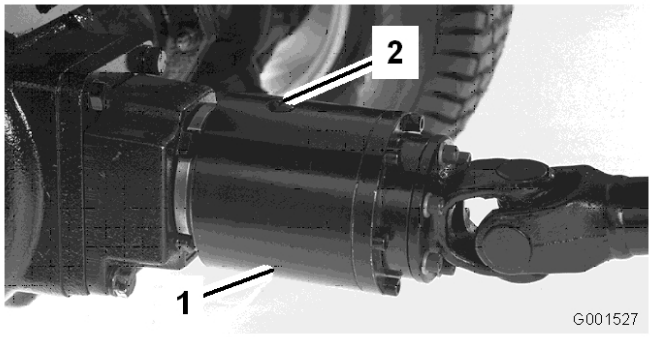

Figur 56
3. Vrid kopplingen så att kontrollpluggen riktas nedåt (Figur 56).